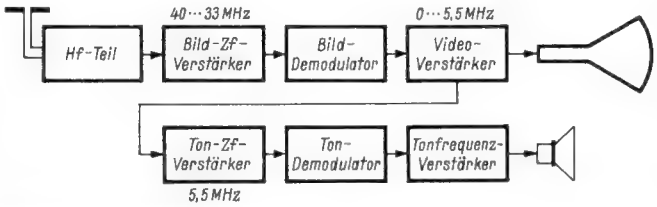

Bild 15. Das Intercarrier-, Zwischenträger- o. Differenzton-Verfahren
6.2.2 Zwischenträger-, Intercarrier-Verfahren (Differenzträgerverfahren) (Bild 15)